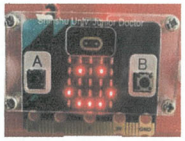

図１
①郵便配達の人を笑顔で迎えます（図１）。
自作の微生物燃料電池の発電確認後のグラフを図１に、既存の製品のマッドワットの発電確認後のグラフを図２にのせた。マッドワットは発電が確認出来ない期間が長かったので、31日後の７月１日に養分（トマト・えのき）を加えた。自作の微生物燃料電池は４月２８日に砂糖を加えた。